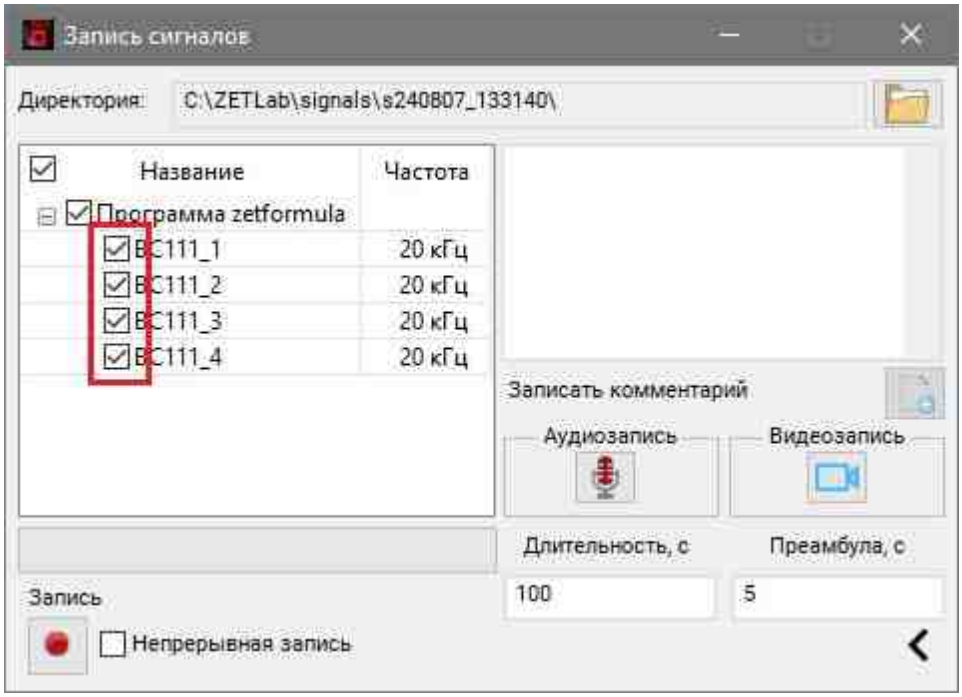

Рис. 2.5 Выбор каналов для записи
- Выбрать каналы, сигналы которых следует зарегистрировать, активировав соответствующие ячейки (*Рис. 2.5*).